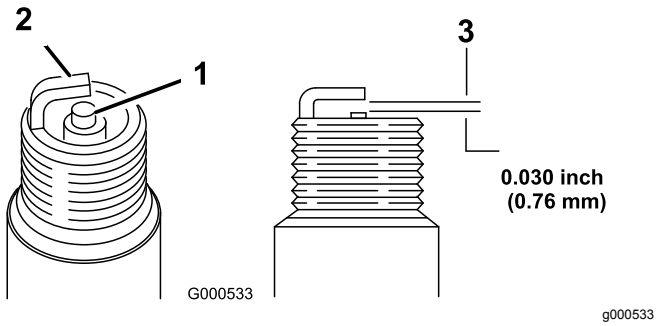

Figur 20
5. Indstil afstanden til tændrøret til 0,76 mm som vist i Figur 20.